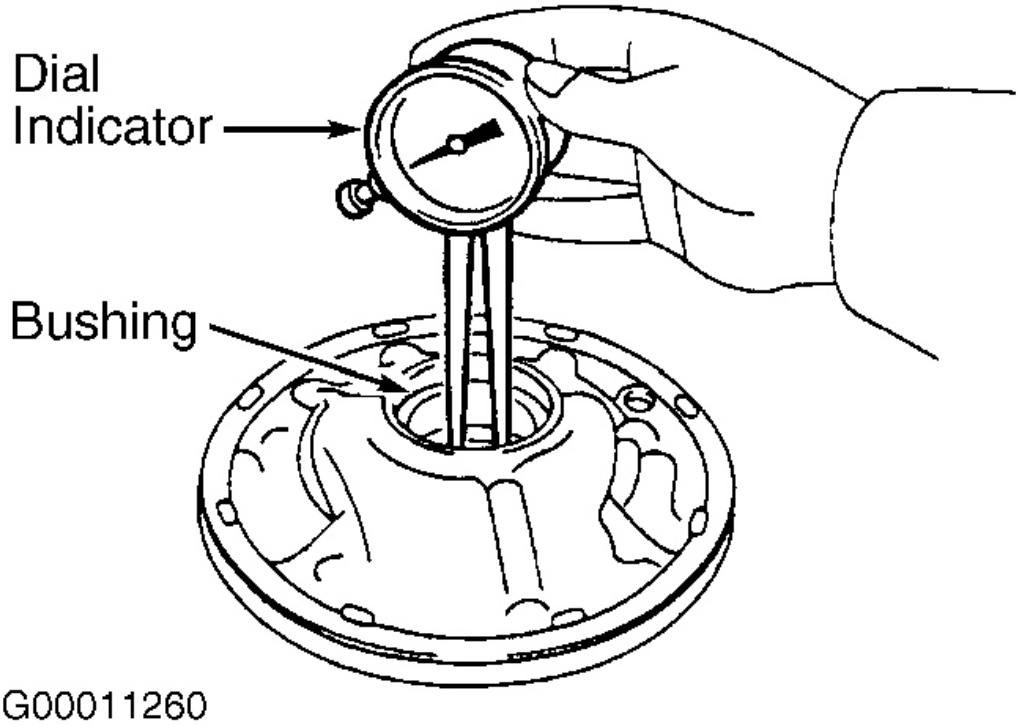

Fig. 35: Checking Oil Pump Body Bushing Diameter
4. Using a dial indicator, measure inside diameter of oil pump body bushing. See **Fig. 35**. Maximum inside diameter is 1.503" (38.18 mm). If inside diameter exceeds specification, replace oil pump body.